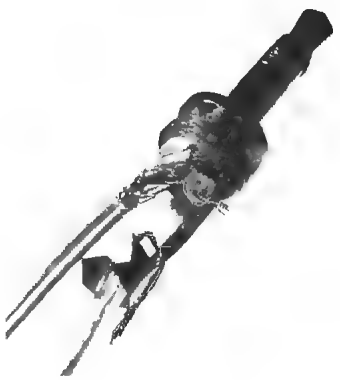

Figure L28-9
1. Clamp and solder the ground wire to the long stem shown in Figure L28-9. The long stem is connected to the base, the lowest part of the plug. Now slide the heat shrink tubing over the ground line connection. Make sure there are no stray wires.